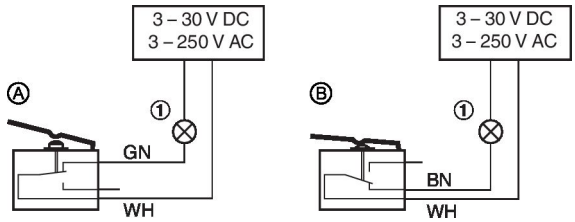

Afb. 143: Aansluitvoorbeeld eindschakelaar
- Eindschakelaar aansluiten aan de hand van naaststaand bedradingsvoorbeeld. Afb. 143